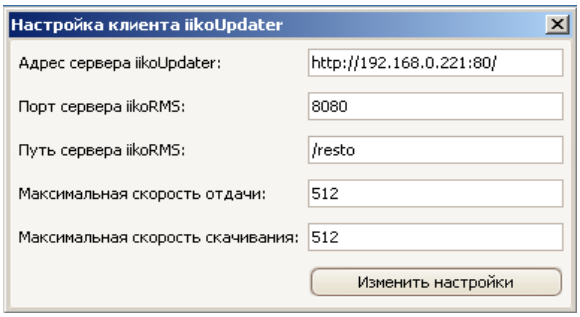

Рисунок 3 Окно Настройка клиента iikoUpdater
В настройках утилиты можно настраивать скорости отдачи и скачивания данных (по умолчанию 512 Кб/сек). Эти параметры могут быть изменены как на сервере (**iikoChain → iikoUpdater**, введите новые значения и нажмите кнопку **Установить**), так и в настройках клиента iikoUpdater (**iikoRMS → iikoUpdater**, введите новые значения и нажмите кнопку **Изменить настройки**, см. Рисунок 3).
3. Настройках клиента iikoUpdater укажите адрес сервера обновлений (см. Рисунок 3).